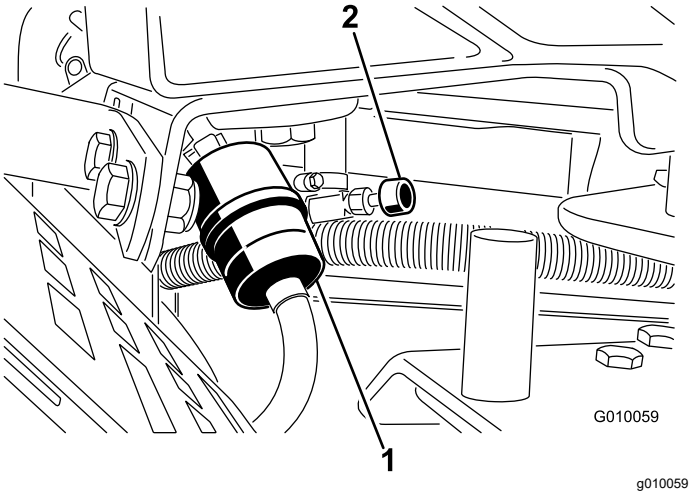

Rysunek 49
2. Zamknij zawór odcięcia paliwa (Rysunek 49).
3. Ściśnij końce obejm przewodu i odsuń je od filtra (Rysunek 49).
5. Zamontuj nowy filtr i przesuń obejmy przewodu w pobliże filtra (Rysunek 49).
7. Otwórz zawór odcięcia paliwa (Rysunek 49).
3. Poluzuj zacisk przewodu na filtrze paliwa i przesuń go w górę przewodu paliwowego, odsuwając go od filtra (Rysunek 49).
4. Zsuń przewód paliwowy z filtra paliwa (Rysunek 49). Otwórz zawór odcięcia paliwa i poczekaj, aż paliwo spłynie do kanistra lub do miski drenażowej.
5. Zainstaluj przewód paliwowy na filtrze paliwa. Przesuń zacisk przewodu blisko filtra paliwa w celu zamocowania przewodu paliwowego (Rysunek 49).